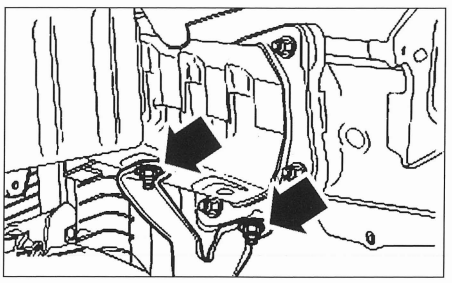

FIG. 13
- Separar los soportes de fijación de radiador de la armadura de parachoques de los dos lados (lado izquierdo ilustrado) **(fig. 13)**.